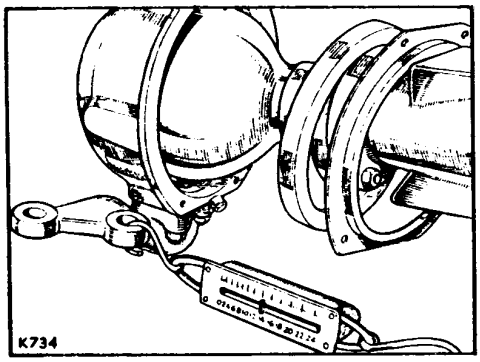

Fig. F1-48.- Verificación de la resistencia al giro del cárter del pivote.
3.09.- Utilizando el dinamómetro de muelle, sujeto al brazo de acoplamiento (Fig. F1-48), se medirá la resistencia al giro del cárter del pivote, sin retén que debe quedar comprendida entre 12 y 14 libras (5,4 y 6,3 Kg), una vez vencida la inercia. El ajuste que sea preciso se realizará agregando o quitando suplementos debajo del cárter del pivote, hasta conseguir la resistencia correcta del giro.